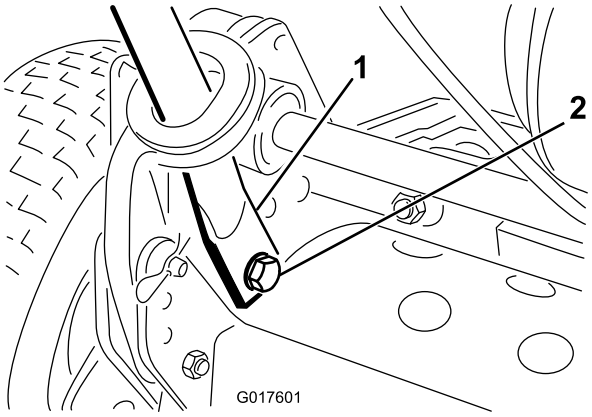

Figur 3
4. Klem håndtagets ender indad, og monter dem på monteringstapperne (Figur 3).
5. Fastgør håndtagets ender til monteringstapperne med boltene, spændeskiverne og låseskiverne, som tidligere blev afmonteret (Figur 3).
6. Fastgør håndtagets arme til stellets bagende med de låseclips og ringpinde, som tidligere blev afmonteret (Figur 3).